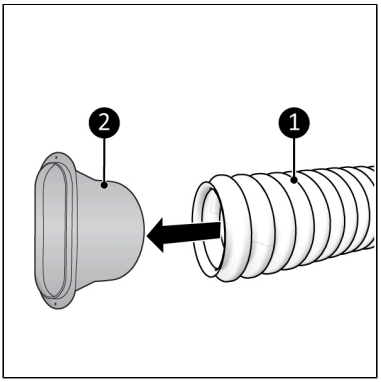

Figuur 9.
2. Sluit de raamaansluitingskit (Figuur 9, pos. 2) aan op het andere uiteinde van de warmeluchtuitgangsslang (Figuur 9, pos. 1).